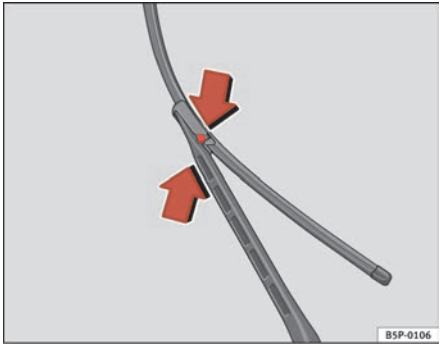

Fig. 168 Changing the front wiper blades
– Push the side buttons, free the blade and pull in the direction of the arrow ⇒ page 222, fig. 168.